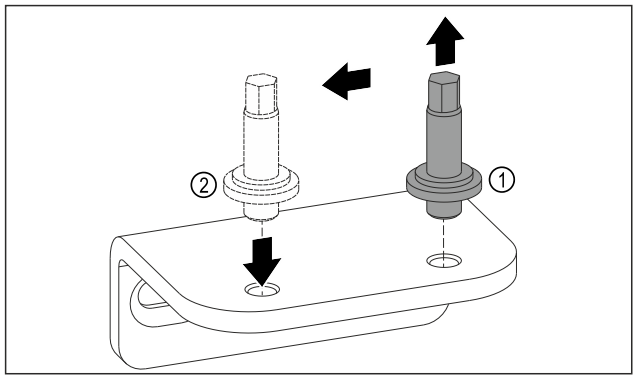

Fig. 11
- ▶ Skru ut boltene til den nedre lagerbukken med utvendig sekskantnøkkel SW5. *Fig. 11 (1)*
- ▶ Sett inn boltene på motsatt side. *Fig. 11 (2)*